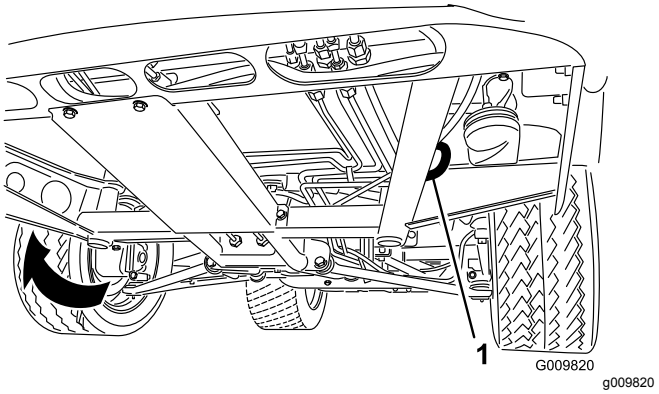
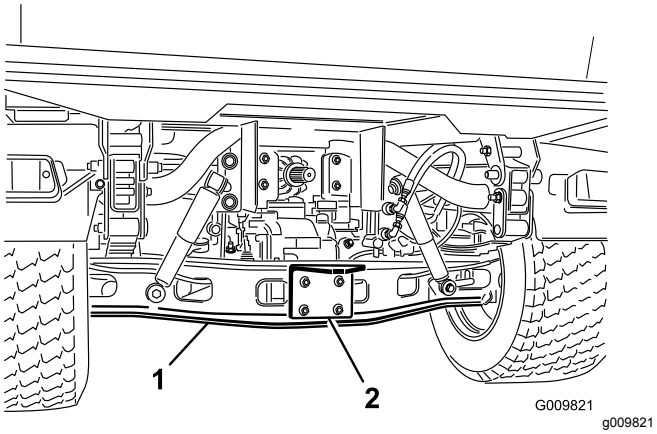

Figur 19
Figur 20
Se Figur 19 og Figur 20 for informasjon om festepunktene på maskinen.
1. Fest et tau til tungen på frontrammen til maskinen (Figur 19).